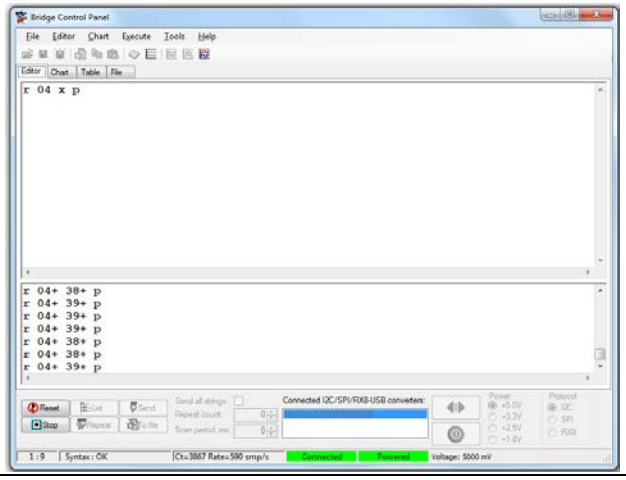

Figure 32 ADC レジスタのみ読み出す
6. LED と DAC の値ではなく ADC 値のみ読み出したい場合 (**Figure 32** を参照)、まず、以下のコマンドを実行してください。